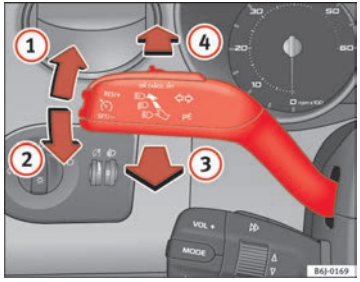

Fig. 55 Turn signal and main beam headlight lever
– Move the lever all the way up ⇒ fig. 55 (1) to indicate **right**, and all the way down (2) to indicate **left**.
– Press the lever forward ⇒ fig. 55 (4) to switch on the main beams.